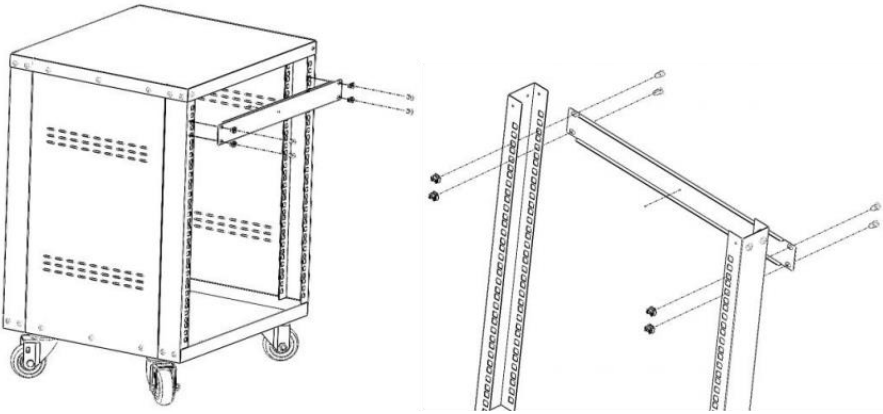

Abbildung 5
5. Platz 1U blind Platte (⑤) auf dem Gestell befestigen . Mit den 4 Stück sichern . M 6 Käfig Nüsse (⑧) und 4 Stück M6*12 Kreuzschlitzschrauben (⑨) Siehe Abbildung 5 .